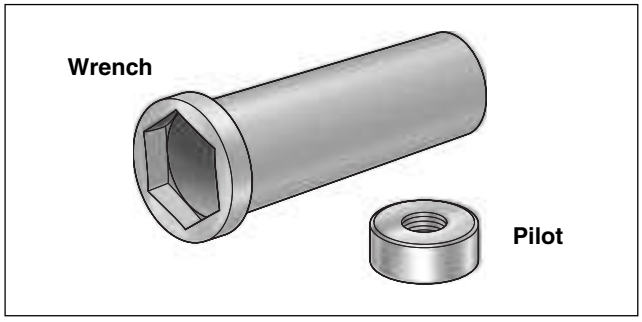

Figure 6-12. Mainshaft Locknut Wrench/Pilot (Part No. HD-94660-37B)
4. Obtain MAINSHAFT LOCKNUT WRENCH/PILOT (HD-94660-37B). See Figure 6-12. Proceed as follows: